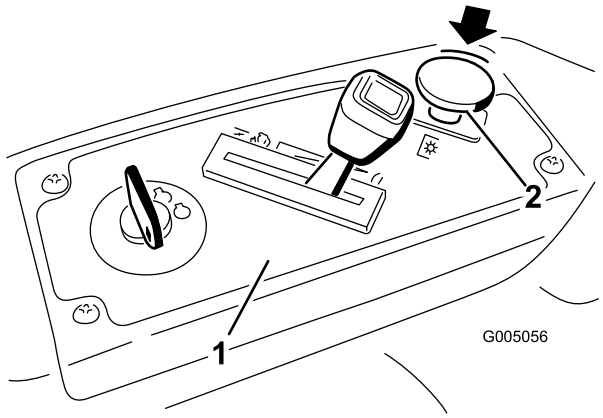

Figura 14
Spingete verso il basso il comando delle lame per posizionarlo su Off e disinnestare le lame (Figura 14).
1. Disinserite le lame spostando il comando delle lame in posizione Off (Figura 14).